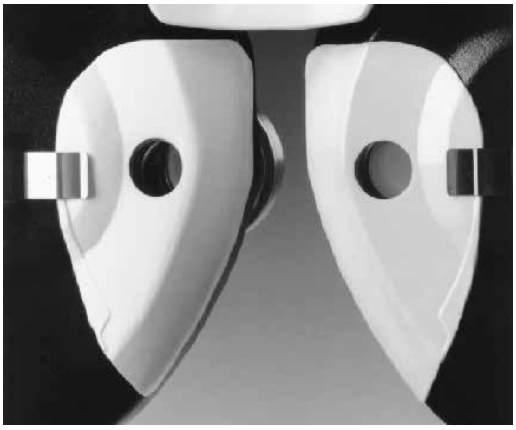

Abbildung SU-2 Gesichtsschutz
1. Jeder Gesichtsschutz wird durch eine Federklemme fixiert. Zum Befestigen schieben Sie den Rand des Gesichtsschutzes unter die Klemme, die der Position der Schutzblende an der Hauptblende des Phoroptors entspricht. Siehe Abbildung SU-2.